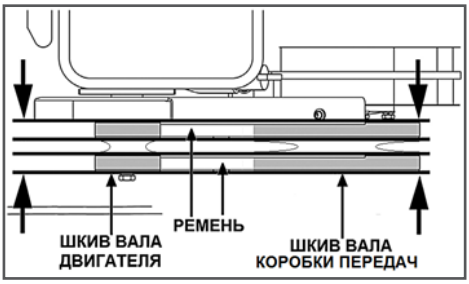

Рис. 23 Проверка соосности шкивов
3. Убедитесь, что ремни и шкивы вала двигателя и вала коробки передач находятся на одной оси (Рис. 23).
В том случае, если это не так, ослабьте затяжку болтов крепления двигателя и сдвиньте двигатель так, чтобы ремни и шкивы вала коробки передач и вала двигателя находились на одной оси (Рис. 23). Затяните болты крепления двигателя.